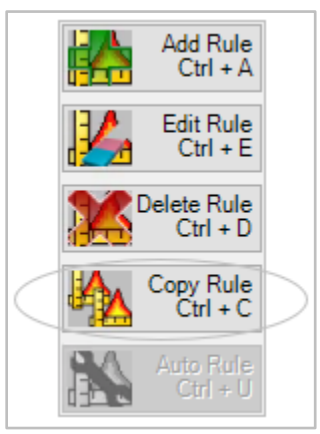

***Figure 6-11. Copy Rule** icon.*
- Next you will need to choose a Fuel Rule icon (Figure 6-11). Available options include the following: **Auto Rule, Add Rule, Edit Rule, Delete Rule, and Copy Rule**. Each fuel rule opens a dialog box requiring user input. (See 7.5.5 Fuel rule page tabs for detailed information about each option.)
- For this example, select the **Copy Rule** icon to copy rules from another Management Unit (Figure 6-11).